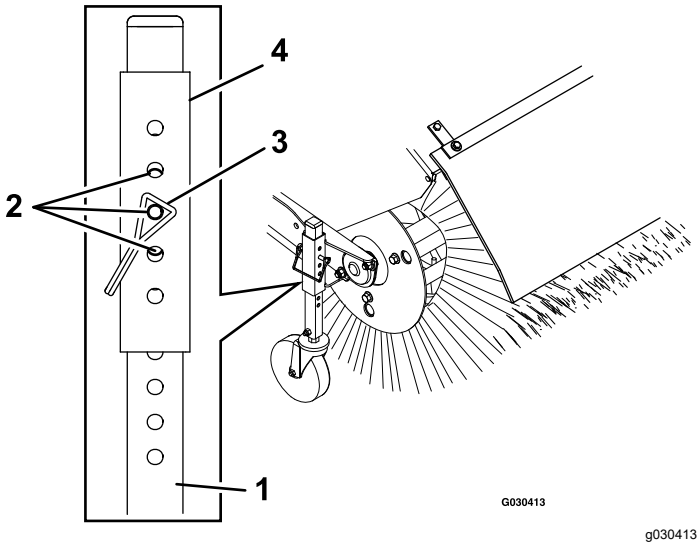

**Figur 9**
3. For at justere kostens højde – fjern og gem stiften fra justeringsmuffen og styrehjulsrøret (Figur 9).
5. Skub justeringsmuffen ét stifthul op eller ned på styrehjulsrøret for at justere kostens højde med 3 mm intervaller og opnå en finere justering (Figur 9). Gentag trin 3 til 5 på det andet styrehjul.